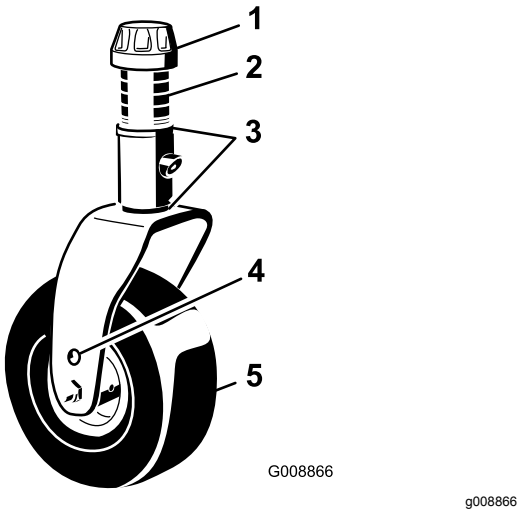

Figuur 141
1. Verwijder het klemkapje van de spilas en schuif de as uit de zwenkwielarm (Figuur 141).
Verwijder het klemkapje en de zwenkwielvork (Figuur 141).